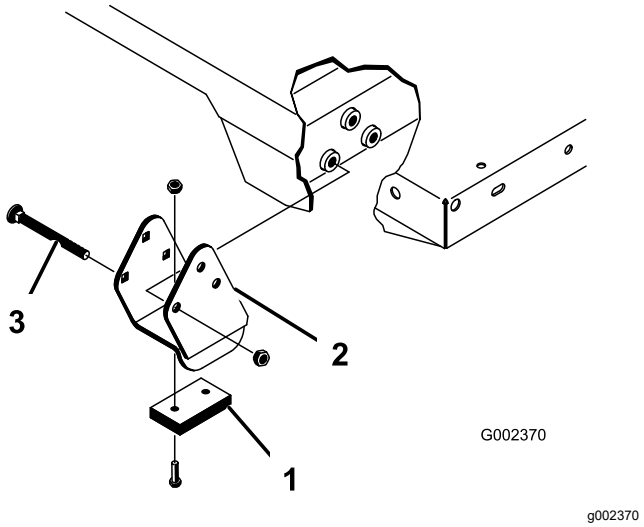

Figur 36
Obs: Kontrollera att distansfästena och slitageblocken (Figur 36) monteras med vagnskruvhuvudena inuti maskinen.
2. Lägg försiktigt ner flaket på maskinramen med de bakre hålen på flakets svängplatta inpassade mot hålen i den bakre ramkanalen, och montera två sprintbultar och hjulsprintar (Figur 36).
4. För in sprintbulten från flakets utsida med hjulsprinten utåt (Figur 36).